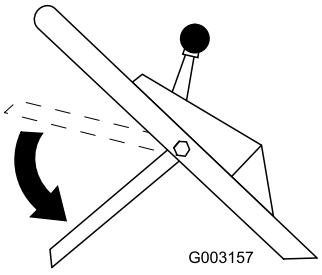

Рисунок 17
8. Переведите штангу управления ножом в самое нижнее положение (Рисунок 17).